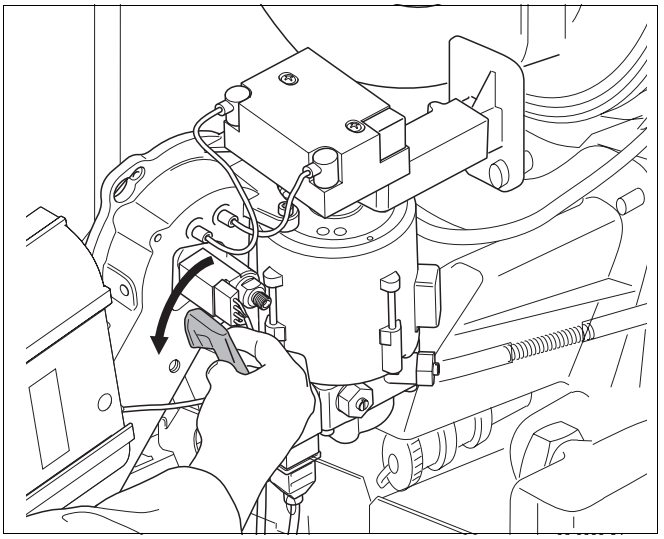

Bild 65 Winkelhalter demontieren
- Winkelhalter um 90° entgegen dem Uhrzeigersinn drehen und Winkelhalter abziehen (Bild 65).